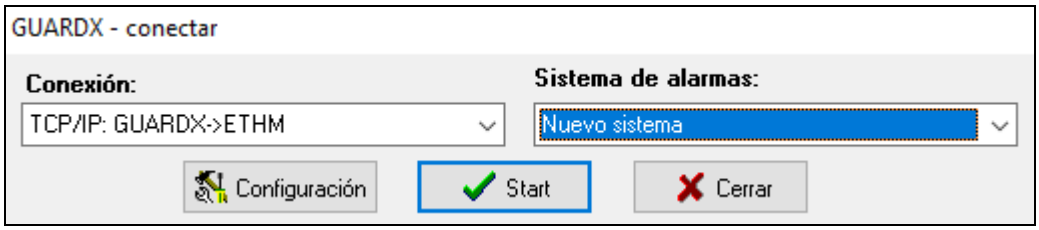

Fig. 15. Programa GUARDX: ventana de inicio.
1. En la ventana de inicio del programa GUARDX en el campo «Conexión» selecciona la manera de comunicación: «TCP/IP: GUARDX->ETHM» «TCP/IP: GUARDX<-ETHM/INT-GSM» o «TCP/IP: servidor SATEL» (fig. 15).
1. En la ventana de inicio (fig. 15), en el campo «Conexión» selecciona «TCP/IP: GUARDX->ETHM», y después haz un clic en el botón «Inicio».
1. En la ventana de inicio (fig. 15), en el campo «Conexión» selecciona «TCP/IP: GUARDX<-ETHM/INT-GSM» y después haz un clic en el botón «Inicio».
1. En la ventana de inicio (fig. 15), en el campo «Conexión» selecciona «TCP/IP: GUARDX< ETHM/INT-GSM» y después haz un clic en el botón «Inicio».
1. En la ventana de inicio (fig. 15), en el campo «Conexión» selecciona «TCP/IP: servidor SATEL» y después haz un clic en el botón «Inicio».